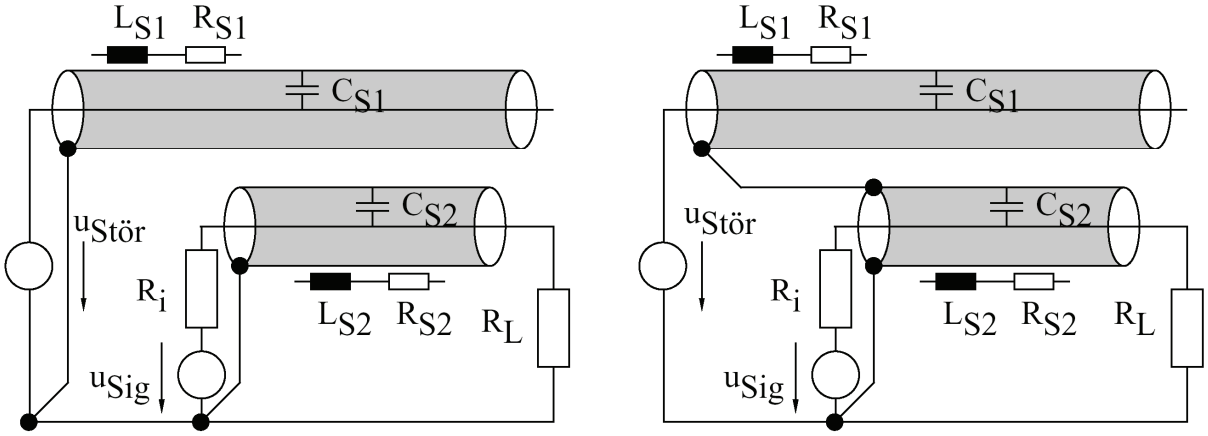

Bild 15: Schirmung des Nutz- und des Störleiters
In einem Postamt wird der Zahlungsverkehr vollautomatisiert. Die Datenübertragung und die elektrische Energieversorgung müssen aus Platzgründen im selben Leitungsschacht durchgeführt werden. Zur Verbesserung der kapazitiven Abschirmung der Datenübertragung sollen sowohl das beeinflussende Energiekabel als auch die beeinflussungsgefährdeten Signalleitungen geschirmt werden. In Bild 15 sind zwei denkbare Anordnungen dargestellt. Überlegen Sie sich, welche der zwei Schirmungen zweckmässiger ist.
a) Auf der linken Seite des folgenden Bildes ist die Ersatzschaltung für die Anordnung von Bild 15 links und auf der rechten jene für die Anordnung von Bild 15 rechts dargestellt.
b) Werden sowohl der beeinflussende als auch der beeinflusste Leiter geschirmt, so sind beide Schirme S1 und S2 wie in der Anordnung auf Bild 15 links quellenseitig mit dem Bezugsleiter zu verbinden. Eine direkte Verbindung der einzelnen Schirme untereinander wie in der Anordnung rechts ist unzulässig, da über C_{S1}, L_S und R_S ein Serieresonanzkreis entsteht, dessen Resonanzspannung über C_{S2} zu einer Störspannung $u_{LStör}$ an der Last führt, die ein Mehrfaches der Störspannung $u_{Stör}$ betragen kann.
In der Anordnung nach Bild 15 links ist der Nutz- viel besser vom Störkreis entkoppelt als in der Anordnung 15 rechts.